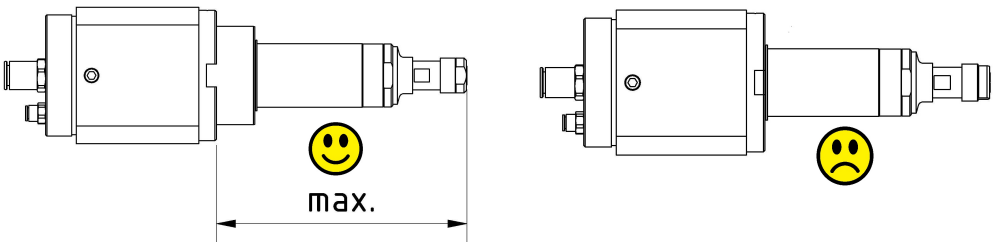

Figure 4 – Maximum deflection of the axial robot spindle
- **Before pressure is applied to the deflection the robot spindle must be manually pulled to the foremost position (max. spindle length). Failure to do this before pressure is applied can result in injury. See figure 4.**